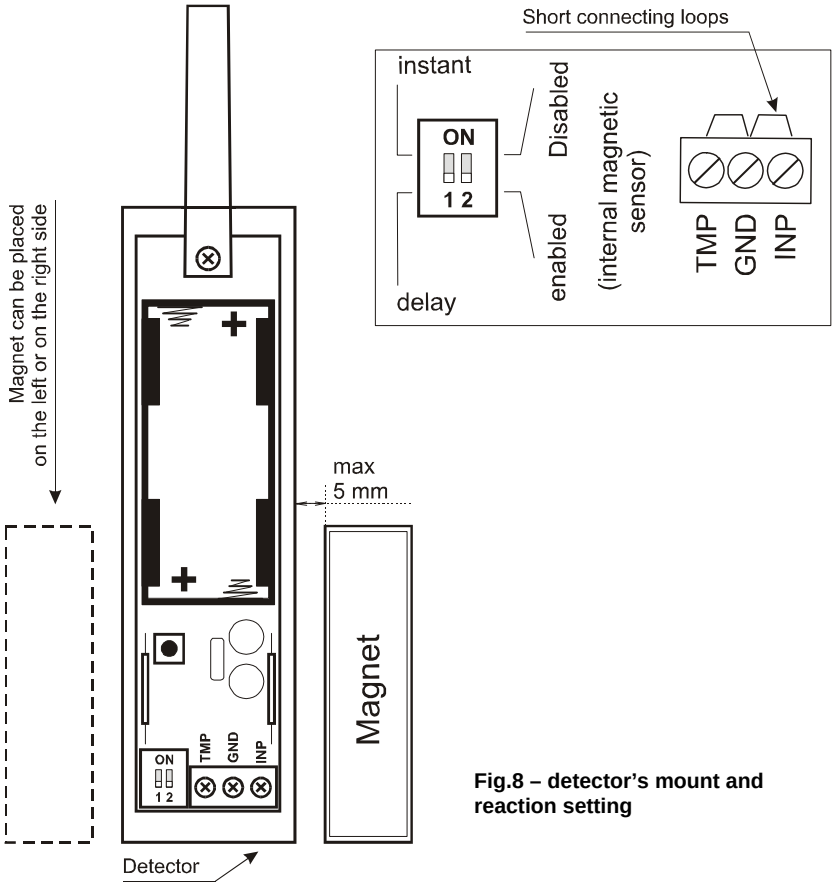

**Fig.8 – detector's mount and reaction setting**
- Attach the magnet, using the provided screws, to the moving part of the door or window, and attach its cover. The gap between the detector and magnet should not be wider than 5mm when the door is closed (see fig. 8)
- Use DIP switch no. 1 to select if the reaction of the system to the door opening should be instant or delayed (main entrance door). Switch no. 2 must stay in the OFF position. See fig. 8.